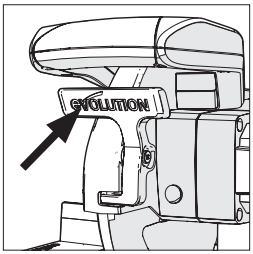

Rys. 18
- Należy wcisnąć dźwignię blokady dolnej osłony, aby zwolnić głowicę tnącą **(Rys. 18)**.